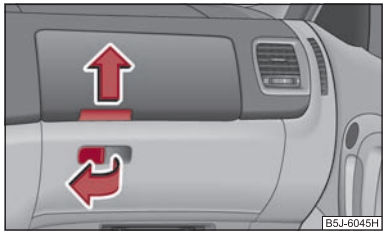

Fig. 79 Cuadro de interruptores: Compartimentos guardaobjetos en el lado del acompañante
– Tirar de la empuñadura en la tapa en sentido de la flecha ⇒ fig. 79 y abrirla.